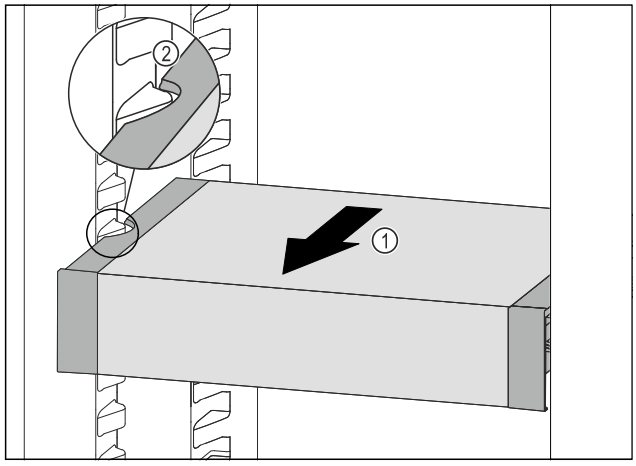

*Fig. 113*
▶ Trageți în față VarioSafe *Fig. 113 (1)*, până când degajările laterale ale VarioSafe se află la înălțimea nervurii recipientului din frigider. *Fig. 113 (2)*